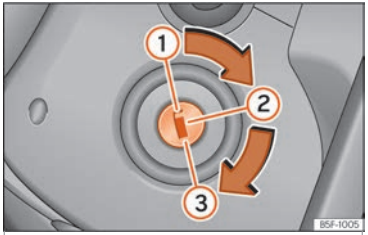

Fig. 160 Vehicle key positions
– Turn the ignition key to position (1) ››› Fig. 160.
– Remove the key from the ignition in position (1) ››› Fig. 160 ››› ⚠.